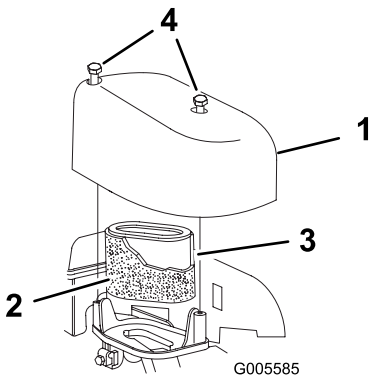

Figuur 18
3. Draai de schroeven los waarmee het luchtfilterdeksel vastzit (Figuur 18).
4. Verwijder het luchtfilterdeksel en maak dit grondig schoon (Figuur 18).
6. Was het schuimfilterelement met een mild reinigingsmiddel en water. Dep dit daarna droog (Figuur 18).
7. Verwijder het papieren luchtfilterelement en gooi dit weg (Figuur 18).
8. Steek het nieuwe papierelement in het schuimelement (Figuur 18).